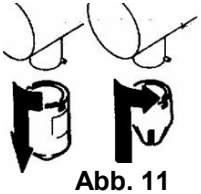

Abb. 11
- Ersetzen Sie die Reinigungsdüse durch die Garniertülle. Tränken Sie ein sauberes Tuch mit Desinfektions-Reiniger und säubern Sie damit den SANOMAT. (Abb. 11)